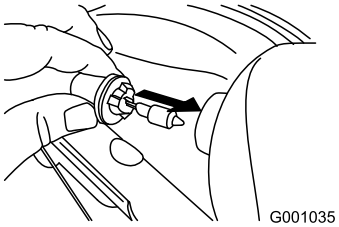

Figur 56
4. Sæt en ny pære ind bag på forlygten (Figur 56).